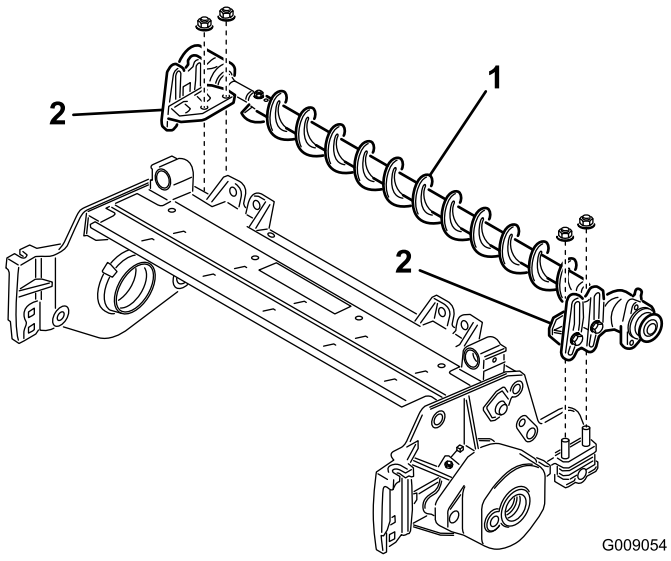

Bild 8
7. Setzen Sie die Befestigungshalterungen der Rollenbürste auf die Schrauben der Rollenhalterung (Bild 8).